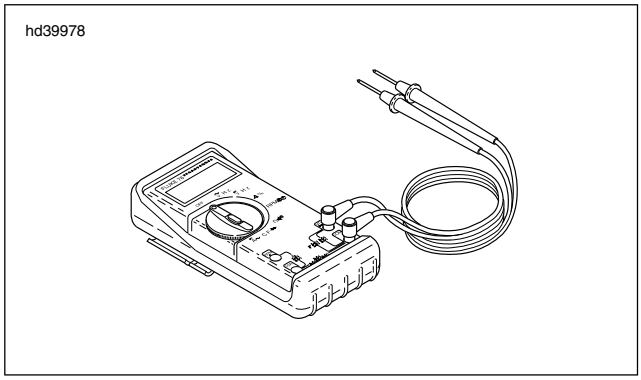

Figure 5-12. Fluke 78 Multimeter (DVOM) (Part No. HD-39978)
1. See Figure 5-12. Connect DVOM (Part No. HD-39978) to wiring harness between the suspect connections. When diagnosing ECM connections, use a BREAKOUT BOX (Part No. HD-43876) to simplify the procedure. See Section 5.7 BREAKOUT BOX: EFI.